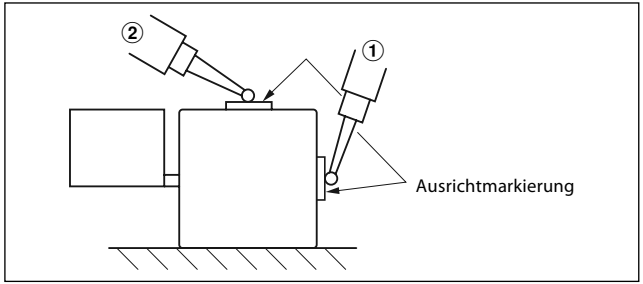

Abb. 3-7 Prüfung der Parallelität zwischen Maßstab und Maschinentischbewegung
(4) Messung der Parallelität des Maßstabs zur Bewegung des Maschinentisches
Einen Messtaster oder eine Messuhr direkt an der Stelle ansetzen, wo sich die Ausrichtmarkierung (Abb. 3-7, ①) an der Seite des Maßstabs befindet, und prüfen, ob der Maßstab einwandfrei parallel zur Bewegung des Maschinentisches eingebaut ist.
(5) Wenn die vorgeschriebene Parallelität der Maßstab-Einbauhalterung nicht erzielt werden kann
Abstandsstücke unter die Füße legen und den Messtaster oder die Messuhr auf jede Ausrichtmarkierung setzen, wie in ② in Abb. 3-7 gezeigt, um die Parallelität zu messen, und den Unterschied zwischen den Ausrichtmarkierungen auf innerhalb von 0,08 mm ausrichten.